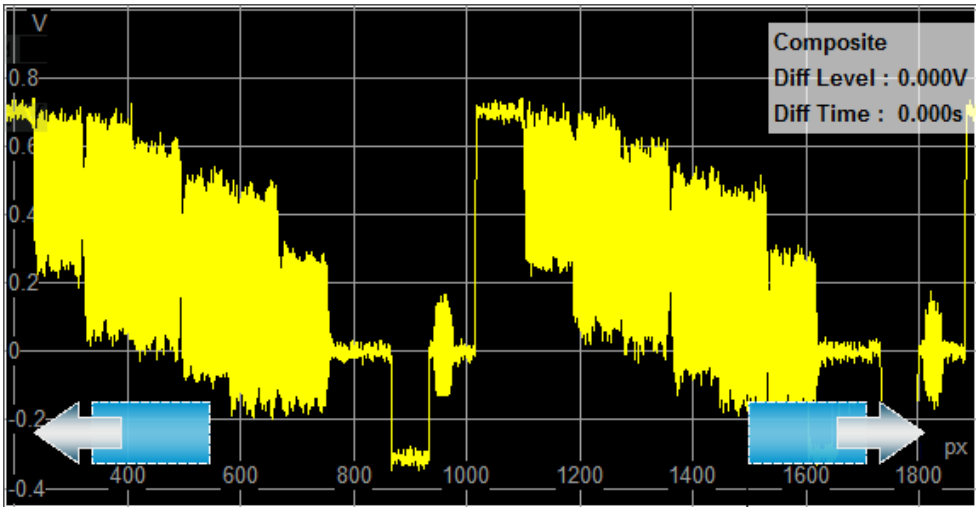

Figure 3-3: Scaling the x-axis
1. Touch and hold the diagram in one of the bottom corners until the right or left arrow is displayed (see Figure 3-3).